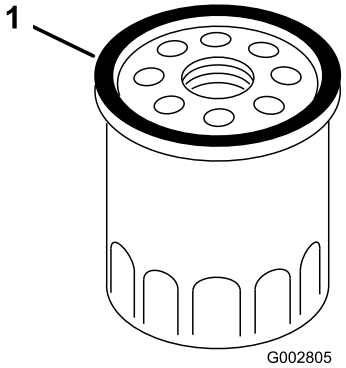

Rysunek 31
7. Nanieś palcami nieco oleju na uszczelkę filtra (Rysunek 31).